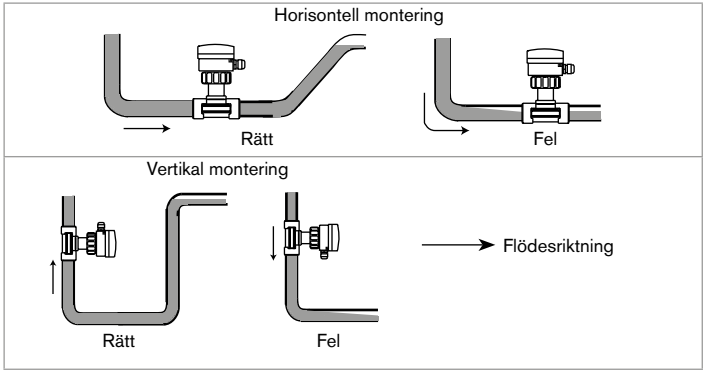

Fig. 6: Fyllning av rörledningen
- Se till att rörledningen alltid är fylld i närheten av sensorn (Fig. 6).
- Kontrollera att flödesriktningen löper uppåt, så som pilen visar, vid den vertikala monteringen (se Fig. 6).